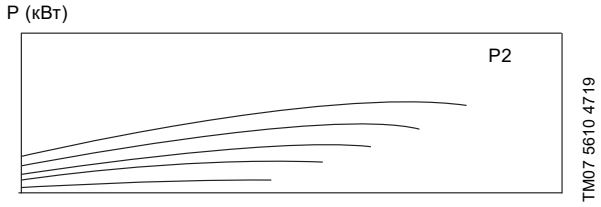

Рис. 116 Характеристика QP для насоса с регулируемой частотой вращения для снятия показаний P2 при низком расходе
4. Снимите показание мощности (P2) и частоты вращения при нижних предельных значениях. См. рис. 116.
6. Снимите показание мощности (P2) и частоты вращения в качестве верхних предельных значений. См. рис. 116.